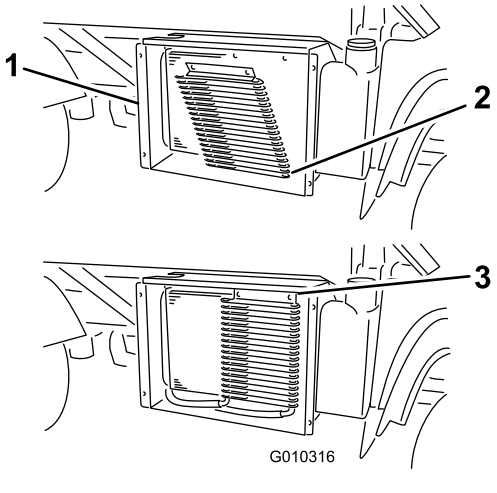

**Figuur 60**
3. Als uw machine met sluitingen is uitgerust, draai deze dan en draai de oliekoeler weg van de radiateur (Figuur 60).